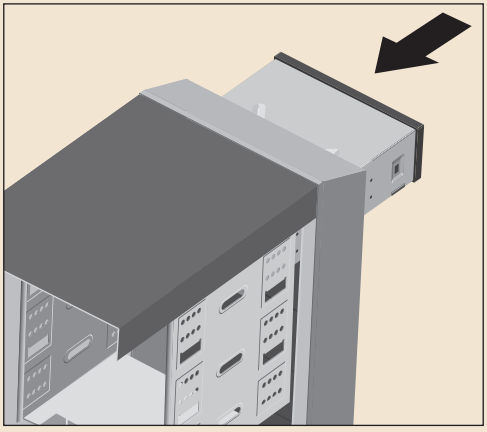

Figura 21.5: Insira a unidade óptica na baia de 5,25 polegadas.
6. Insira a unidade óptica na baia, verificando antes se ela está posicionada corretamente, isto é, se ela não está de cabeça para baixo. Isto é fácil de verificar, pois há algumas logomarcas decalcadas na tampa frontal da unidade; basta observar para que estas logomarcas não fiquem de cabeça para baixo. Ver Figura 21.5.